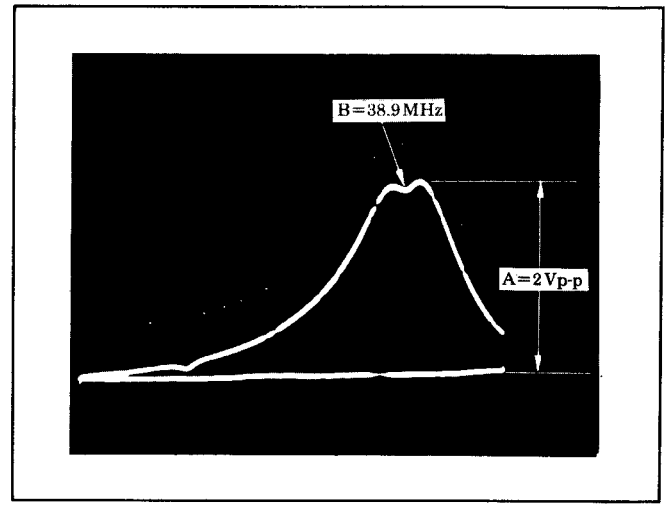

Fig. 34
8. Adjust T704 so that the marker position at 38.9MHz becomes as shown in Fig. 34.